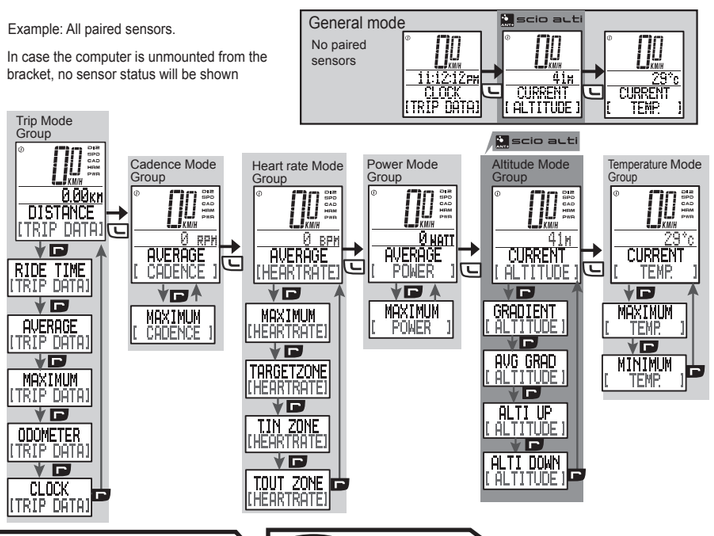

## Fig.3 Signals & Sensor Pairing
**GENERAL SENSOR PAIRING(Fig.3)**